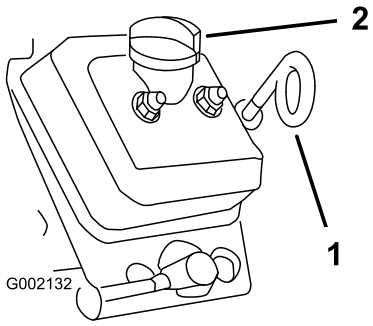

Figura 44
8. Pulite la zona circostante l'asta di livello dell'olio, il tappo di riempimento e il collo del bocchettone e rimuovete l'asta (Figura 44).
9. Rimuovete il tappo di riempimento e versate l'olio specificato nel collo del bocchettone finché non raggiunge il segno Full sull'asta di livello (Figura 44).
10. Inserite l'asta di livello a fondo nel tubo dell'asta, rimuovete l'asta e controllate il livello dell'olio (Figura 44).
11. Inserite l'asta di livello nel tubo dell'asta e il tappo di riempimento nel collo del bocchettone, fino a quando l'asta e il tappo non sono saldamente in posizione (Figura 44).